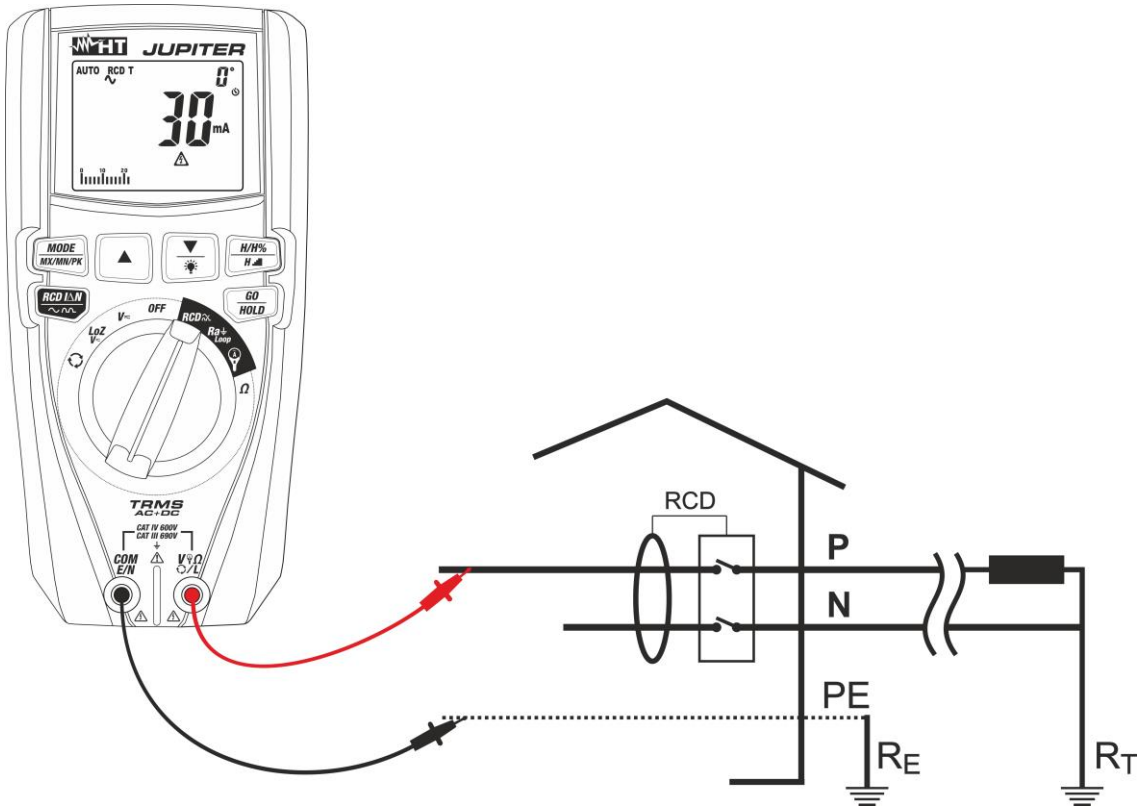
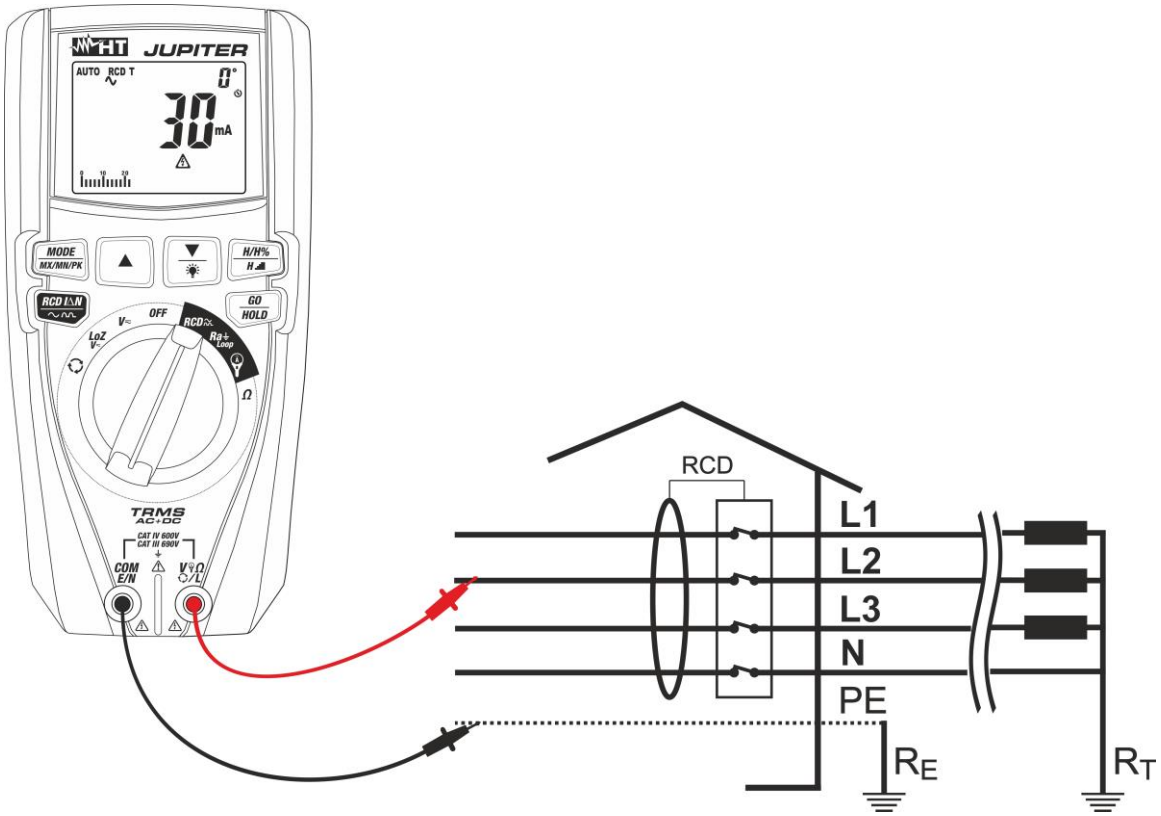

Fig. 30: Uso do instrumento para teste do RCD num sistema Monofásico com ponteiras de medida
Fig. 31: Uso do instrumento para teste do RCD num sistema Trifásico com ponteiras de medida
7. No caso de uso das ponteiras de medida inserir o condutor vermelho no terminal de entrada **VΩL** e o condutor preto no terminal de entrada **COM/E/N** e ligar o instrumento à instalação em exame (ver Fig. 30 ou Fig. 31). A presença da tensão Fase-Terra é mostrada na barra gráfica